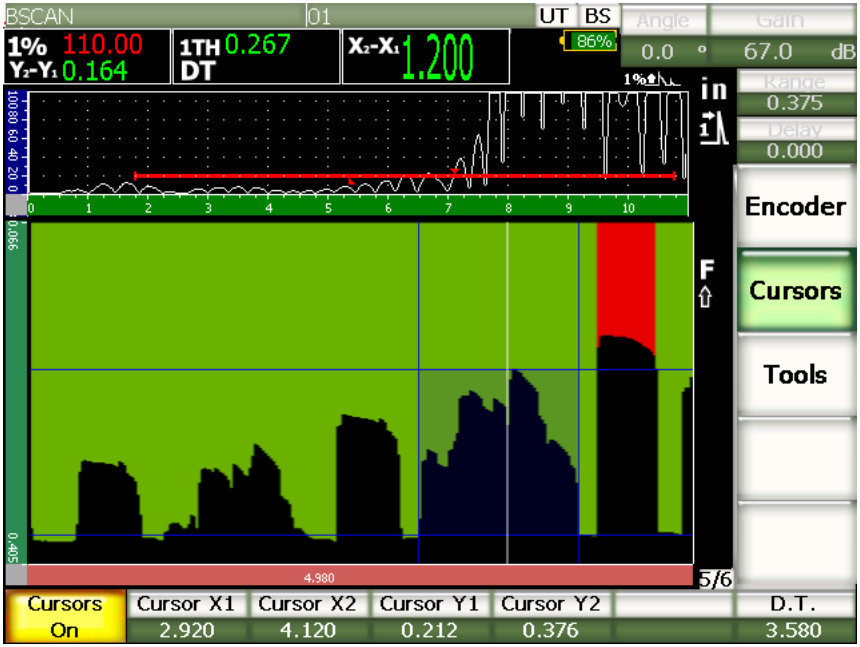

Figure 11-38 Adjusting the sizing cursors
- Select **Cursors > Cursors = On** (see Figure 11-38 on page 294).